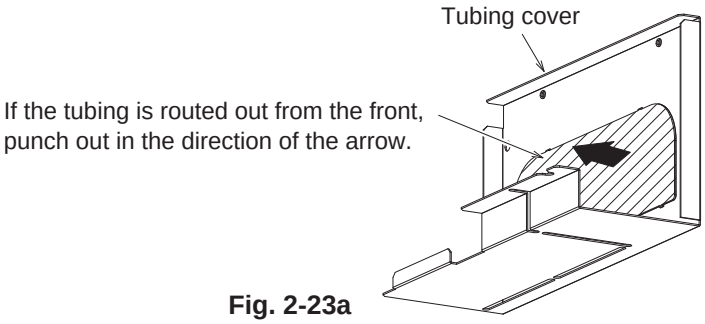

Fig. 2-23a
(1) If the tubing is routed out from the front, punch out the slit part (▨). (Fig. 2-23a)